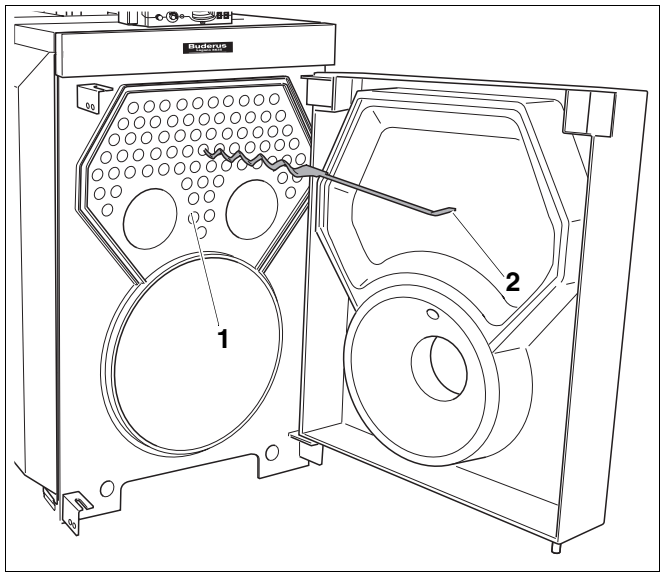

Fig. 50 Rimozione dei turbolatori
- Rimuovere da due a tre turbolatori (fig. 50, **pos. 2**) dai tubi di scambio termico secondario (fig. 50, **pos. 1**). Partire dai turbolatori inferiori.
Qualora la temperatura dovesse essere ancora troppo bassa, allora rimuovete altri turbolatori (fig. 50, **pos. 2**) dai tubi di scambio termico secondario (fig. 50, **pos. 1**).
Qualora la temperatura dovesse essere troppo alta, allora dovete inserire i turbolatori (fig. 50, **pos. 2**) uno dopo l'altro nuovamente nei tubi di scambio termico secondario (fig. 50, **pos. 1**), finchè non viene raggiunta la temperatura fumi corrispondente.